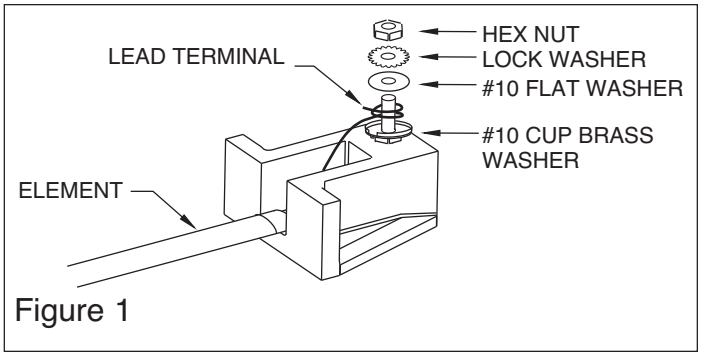

Figure 1
3. Remove #10 hex nut, lockwasher and flat washer from terminal stud. Insert element ring terminal to terminal stud on top of cup washer (brass). Replace flat washer, lockwasher and hex nut. Tighten nut. Refer to figure 1.